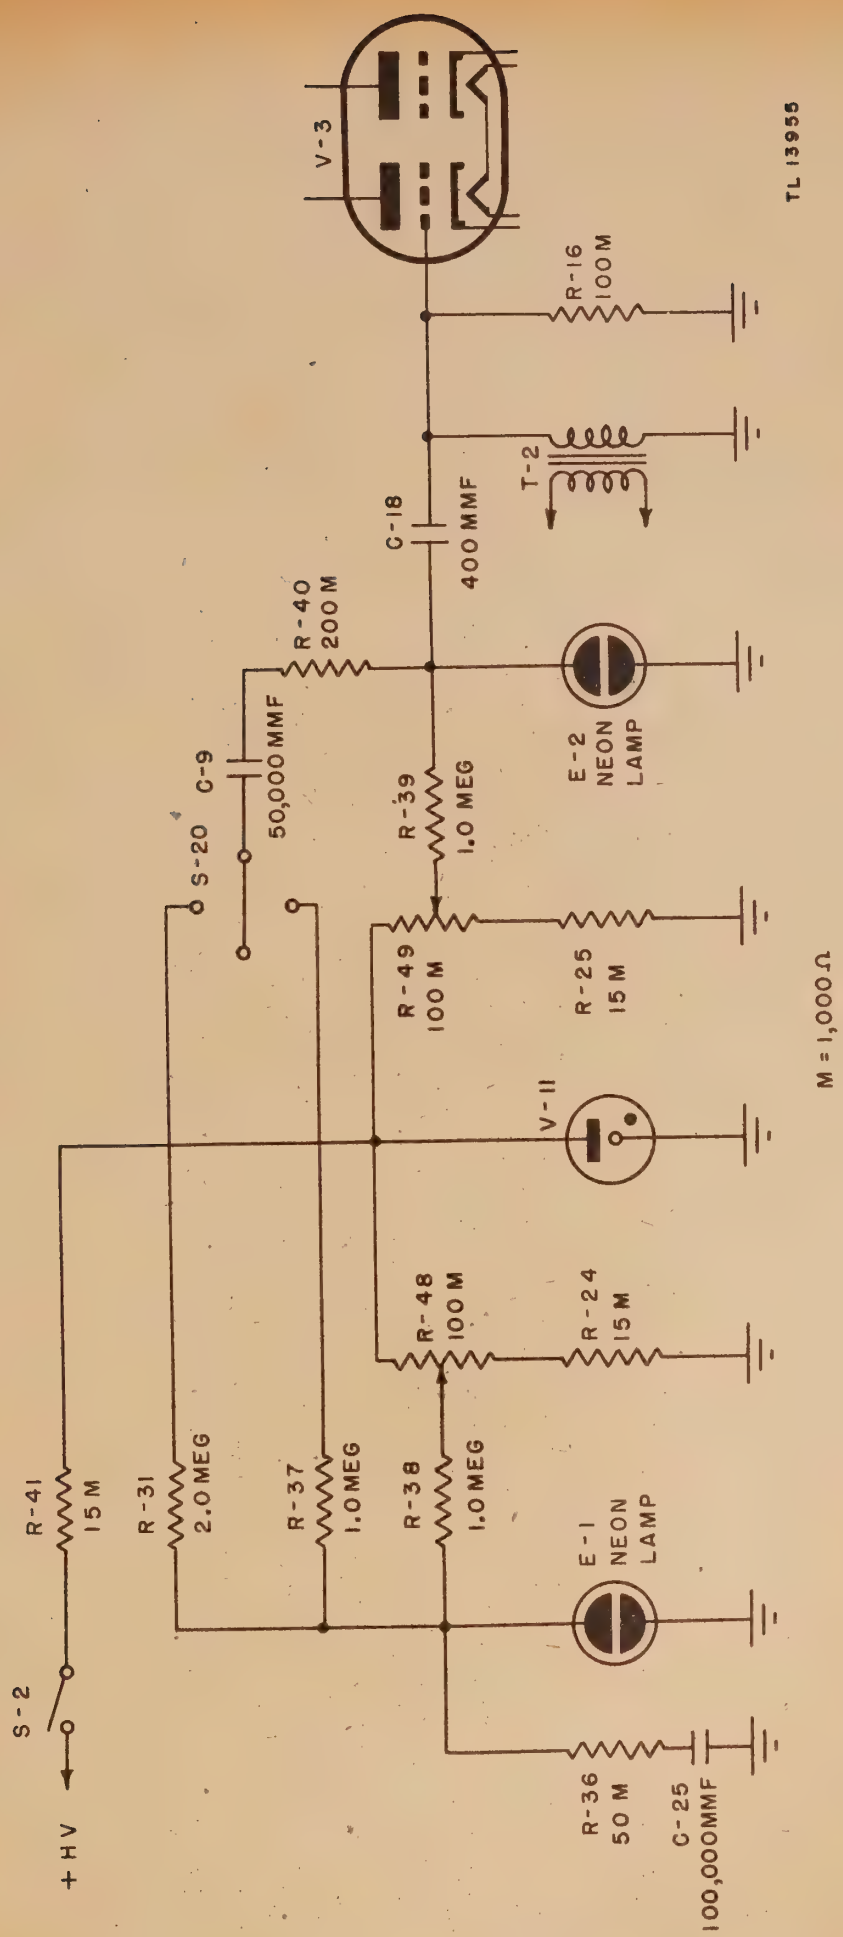

Figure 17. Tone generators, simplified schematic.
16. TONE-GENERATOR CHANNEL (fig. 17).